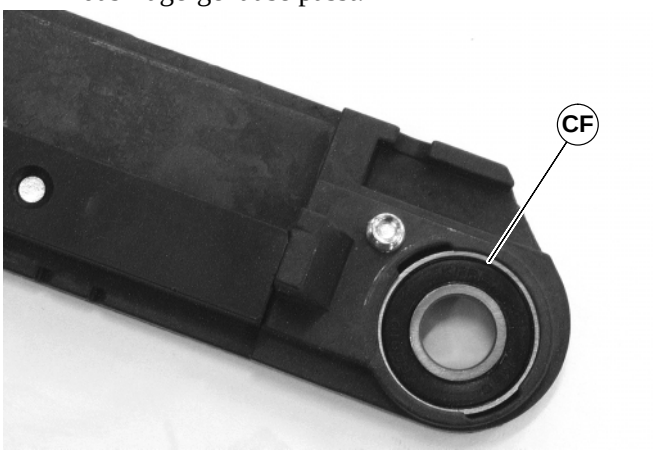

Abbildung 49
2. Lager (CF siehe Abbildung 49) in den Schlitz der vorderen Deckplatte einsetzen und drehen, damit es in das Lagergehäuse passt.